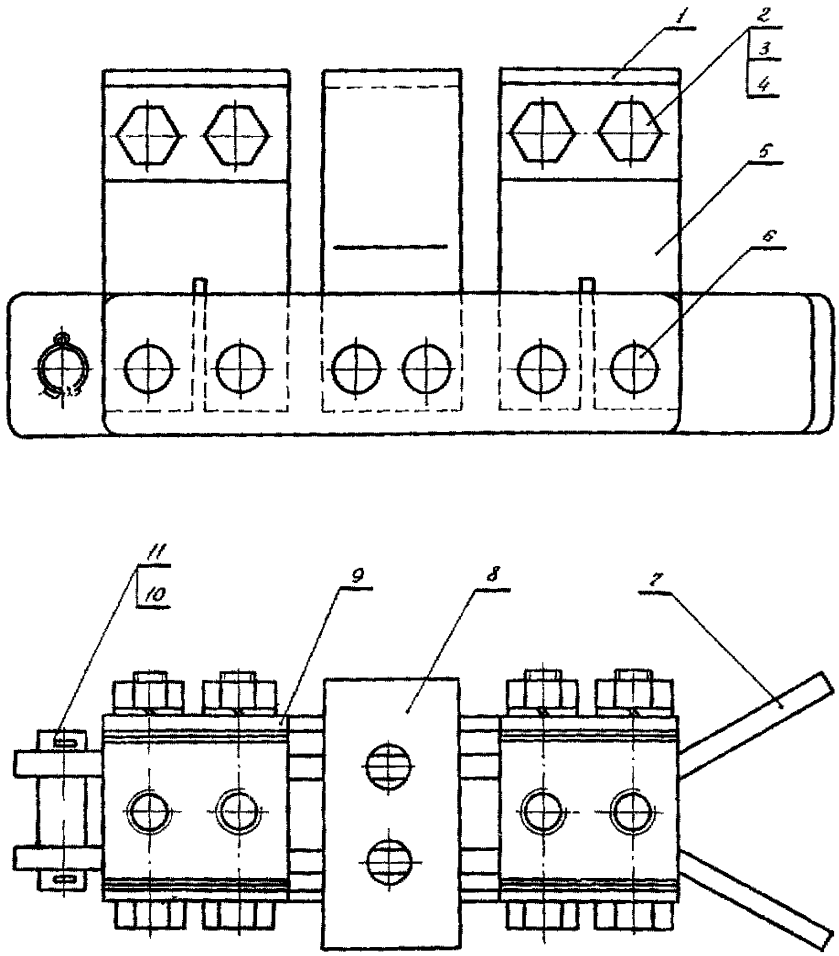

Рис. I3. Неподвижный контакт:
04.3. Произвести осмотр контакта, тщательно проверить пружины 5 (рис. I3), гибкую связь 8, пластины 9 и ось I0. Трещины, надломы на перечисленных деталях не допускаются.
04.6. Подтянуть гайки 4 (см. рис. I3) на болтах 2.
04.I0. Смазать ламели 7 (см. рис. I3) техническим вазелином.